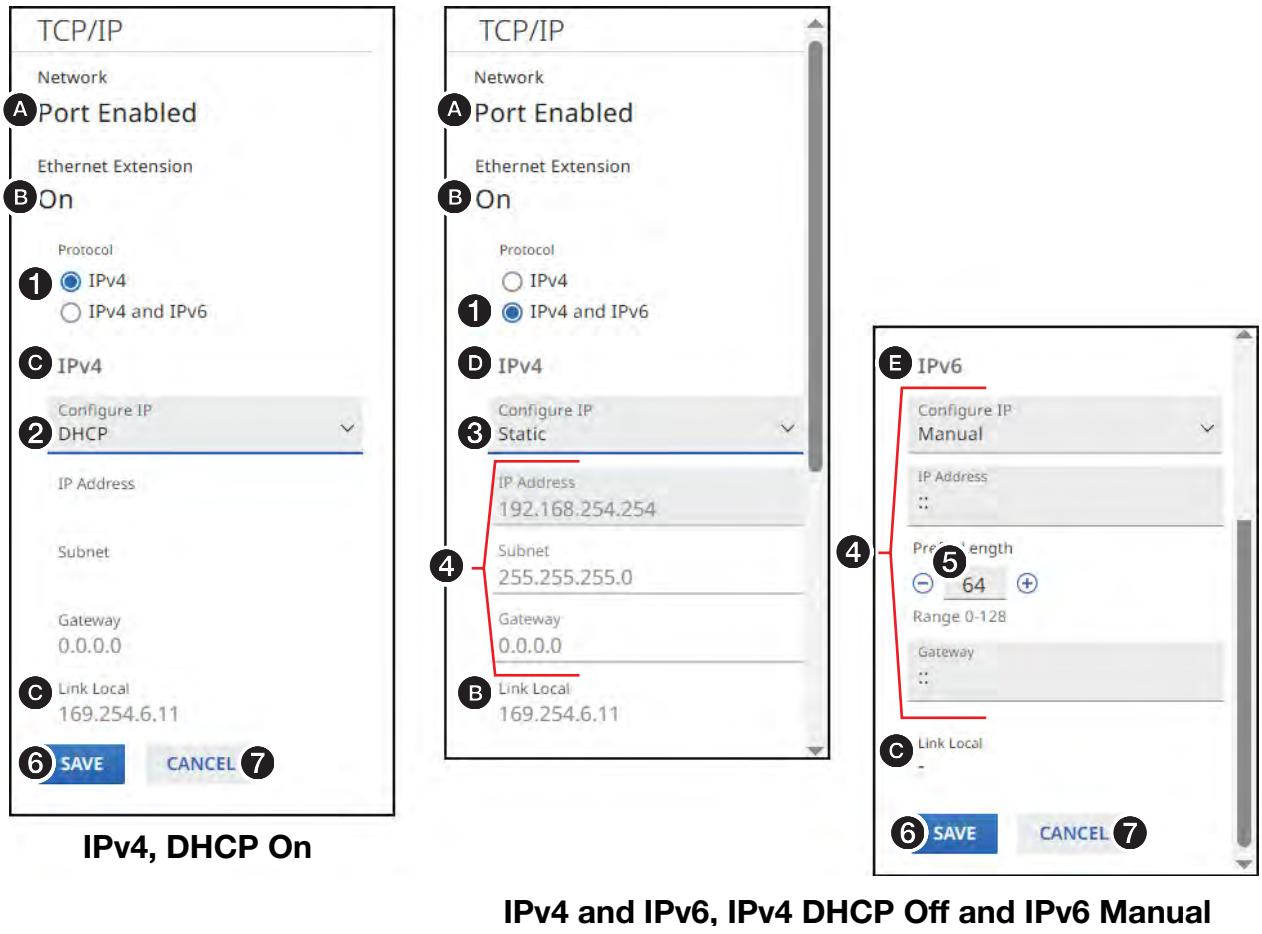

Figure 69. Editable Network Connection Selection
1. Click the **EDIT** button at the bottom of the Network Connection page (see figure 68, ❷).The EDIT button changes to SAVE and the variable fields become available for editing (see **figure 69**).
- `Port Enabled` (see figure 69, Ⓐ) indicates that the port is up and functioning normally.
5. **If desired**, click in an editable field (❹) and edit it as desired.
7. **For IPv6, if desired**, click in the **Prefix Length** field (see figure 69, ❺) and edit it as desired or click ⊕ or ⊖ to increment or decrement, between 0 and 128, the number of leftmost bits of an IPv6 address that belong to the network part.